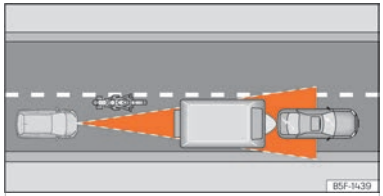

Fig. 138 Motociclista que circula per davant fora del radi d'acció del sensor de radar.
- Vehicles que circulin desalineats o fora de la zona de detecció del sensor, per exemple, motocicletes ››› fig. 138.